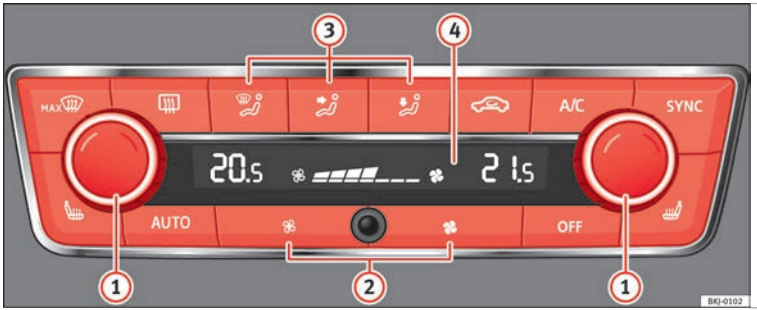

Rys. 174 Climatronic: regulatory.
- Ustawić siłę nawiewu na zero **››› rys. 174** ② lub nacisnąć przycisk **OFF**.
- Nacisnąć przycisk **AUTO** **››› rys. 174**. »
• Po włączeniu zapłonu można ustawić żądaną temperaturę wnętrza za pomocą regulatora (1) ››› rys. 174.
• Nacisnąć przycisk MAX ››› rys. 174.